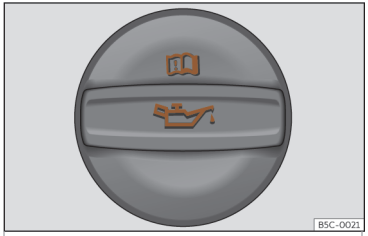

Fig. 221 Vano motore: tappo del bocchettone di rifornimento dell'olio motore.
- Svitare il tappo del bocchettone di rifornimento dell'olio motore>>> fig. 221.